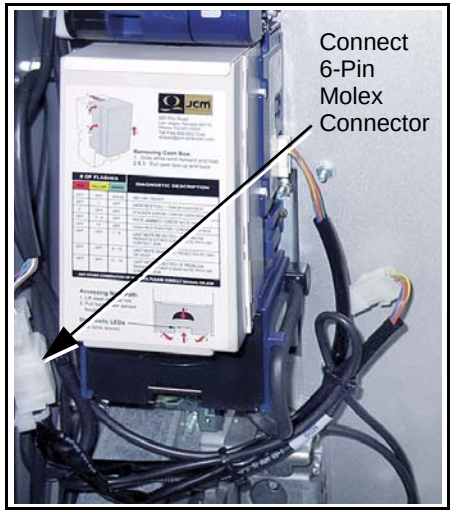

Figure 19 Making A-66 CC MDB Connection
4. Connect the 6-pin Molex Optipay™ CC Communications Connector into the inline MDB Harness mating connector (See Figure 19).